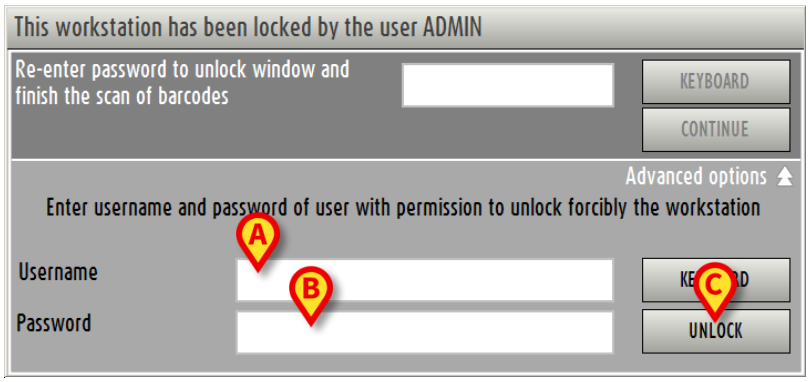

Fig 199 - Advanced options
The window changes in the following way (Fig 199).
- Insert the username of the new user in the “Username” field (Fig 199 **A**).
- Insert the password of the new user in the “Password” field (Fig 199 **B**).
- Click the **Unlock** button (Fig 199 **C**).